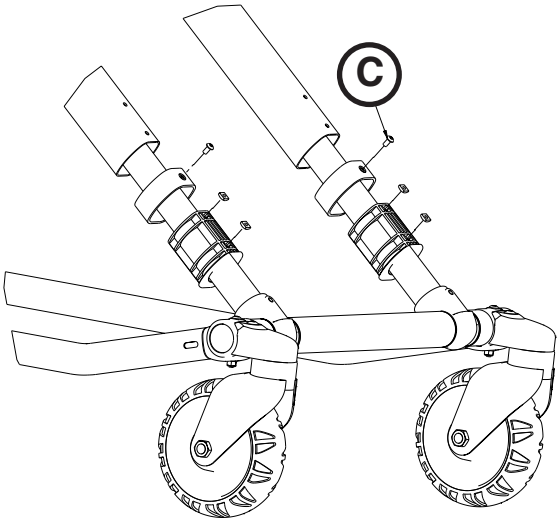

Figure 80
3. En utilisant un tournevis Torx T25, retirer les deux vis d’assemblage à tête ronde (C) qui fixent le palier du tube (Figure 80).
2. En utilisant un tournevis Torx T25, retirer les deux vis d’assemblage à tête ronde qui fixent le palier du tube (cf. Figure 80 à la page 2-72).